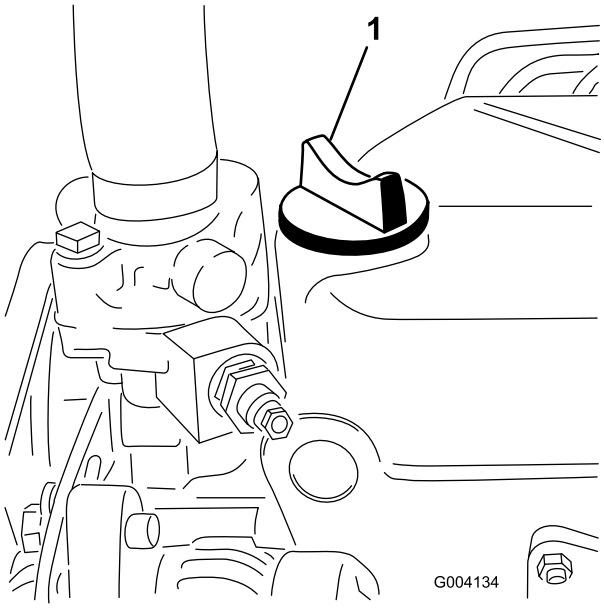

Figur 29
5. Hvis olieniveauet er under Full-mærket, skal du fjerne påfyldningsdækslet (Figur 29) og fylde olie på, indtil niveauet når Full-mærket.